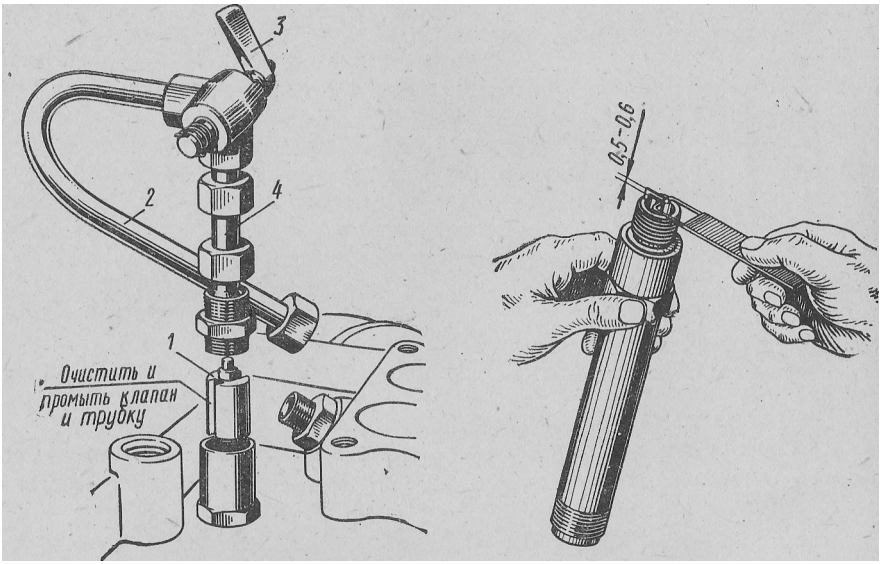

Рис. 119. Очистка и промывка клапана вентиляции картера двигателя:
5. Снять, очистить и промыть клапан и трубку системы вентиляции картера двигателя (рис. 119).